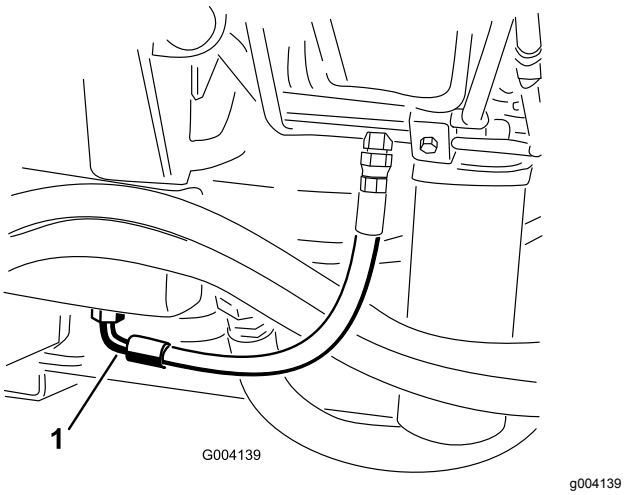

Figur 90
2. Ställ ett stort avtappningskärl under fästet som sitter på hydraultankens undersida (Figur 90).